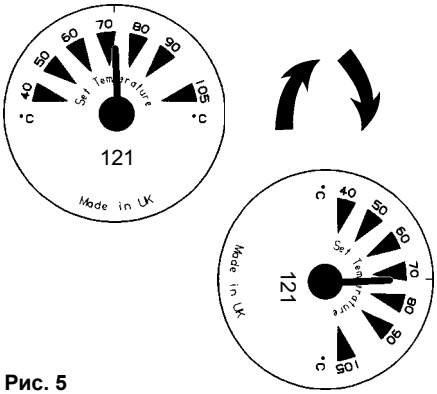

Рис. 5
2. Вращение температурной шкалы **(См. рис. 5)**